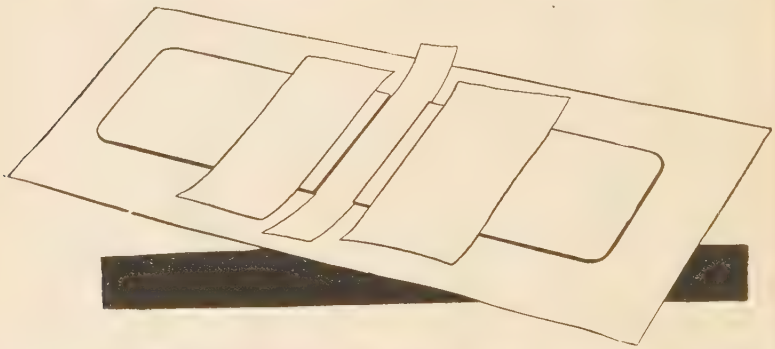

Fig. 240—Gluing-off one Narrow Edge of Boards for Tipping to Leather Cover
10. Turn your pair of boards, held together by strip of paper, over and lay on a piece of scrap paper, *flat* on table, with paper strip *underneath* boards. (Fig. 240.)